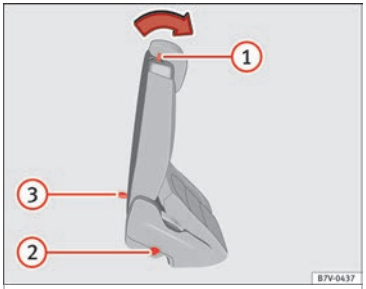

Fig. 159 Second row of seats: convenient entry function controls
- Push the lever ››› **Fig. 159** ① forwards and fold the backrest of the rear seat. This seat folds forward completely ››› ⚠ and can still be moved further forward.
- Make sure that the rear seat is securely engaged so that the seat belts can provide proper protection in the rear seats. The red mark ››› **Fig. 159** ② should no longer be visible ››› ⚠ **in Folding down rear seats to create load space on page 156**.
If the lever ››› **Fig. 159** ① does not work, e.g. after an accident, the seats on the second row can be folded forwards from the third row to allow vehicle occupants of the third row of seats to get out of the vehicle ››› ⚠.
- Pull the handle ››› **Fig. 159** ③ back and fold the backrest of the rear seat. The complete rear seat folds forward ››› ⚠.
- **A red mark on the side of the seat ››› Fig. 159 ② indicates that the seat backrest is not engaged. The mark is no longer visible when it is correctly engaged.**